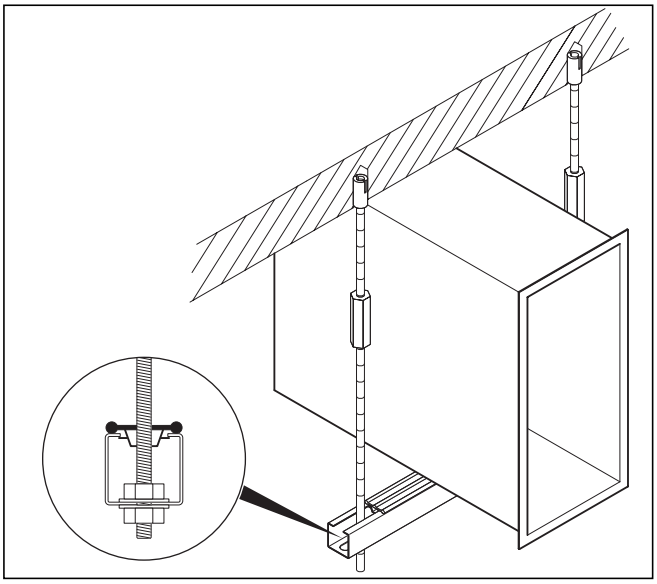

Abb. 4.1 Tragschienenset VWZ LM montieren
- Montieren Sie das Tragschienenset wie in Abb. 4.1 gezeigt.